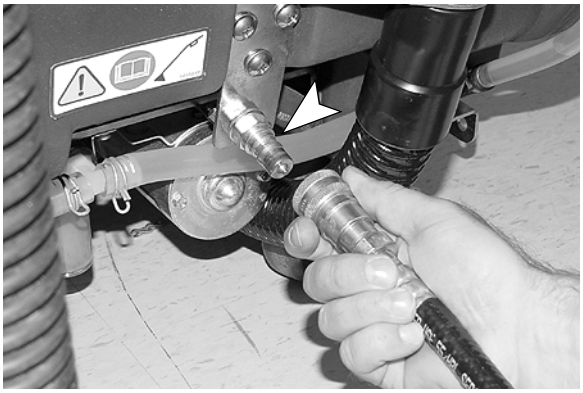

FIG. 45
1. Branchez le flexible de purge sur le raccord pour tuyau d'alimentation de solution (Figure 45).